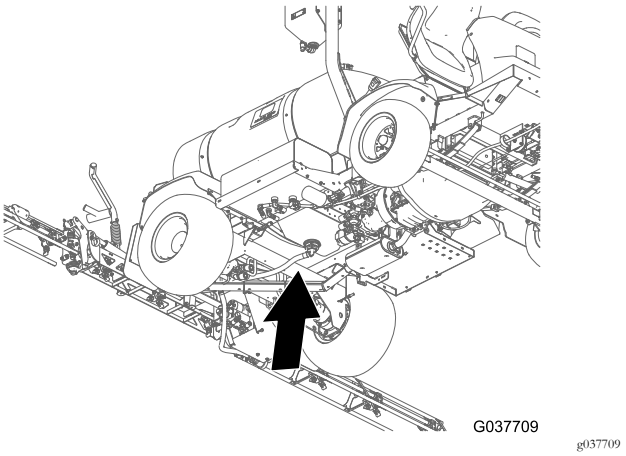
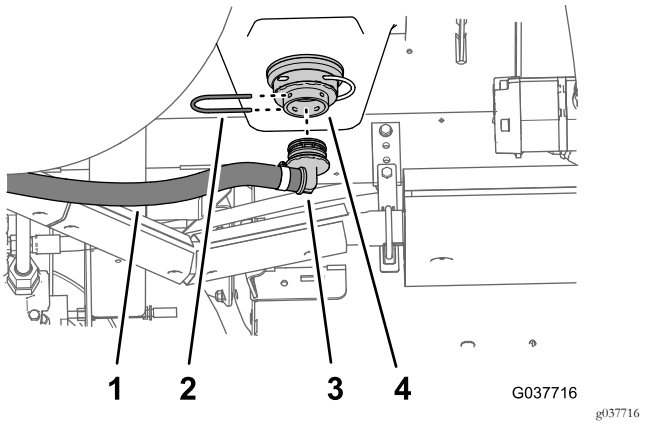

Figuur 75
Figuur 76
4. Monteer de slangfitting van 90° van de aftapslang – 2,5 x 67 cm met de adapterfitting onderaan de spuittank (Figuur 75 en Figuur 76).
5. Bevestig de slangfitting van 90° aan de adapterfitting. Gebruik hiervoor de borgclip (Figuur 76) die u hebt verwijderd in stap 1 van De omloop- en aftapslangen verwijderen (bladz. 14).